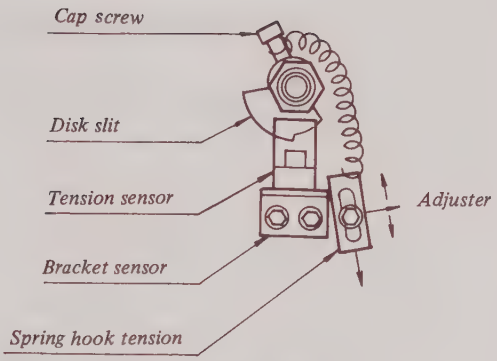
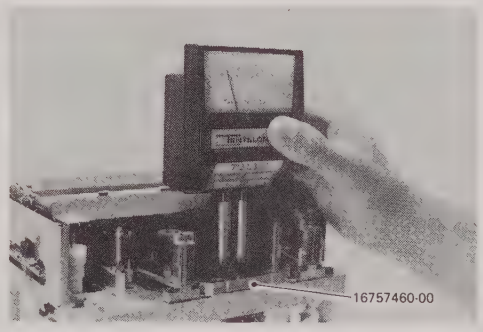

Fig. 5-23
Fig. 5-25
5. Then loosen the cap screw and remove the tension arm assembly forward. (See Fig. 5-23.) Remember the position where the gear of the tension arm assembly is mating with the gear tension (B).
8. Measure the tape tension in the FWD or REV mode with the Tentelo meter. (See Fig. 5-25.) Adjust the position of the spring hook tension on both take-up and supply so that the read value becomes 65 ±10g (2.3 ±0.2oz) (See Fig. 5-23.)